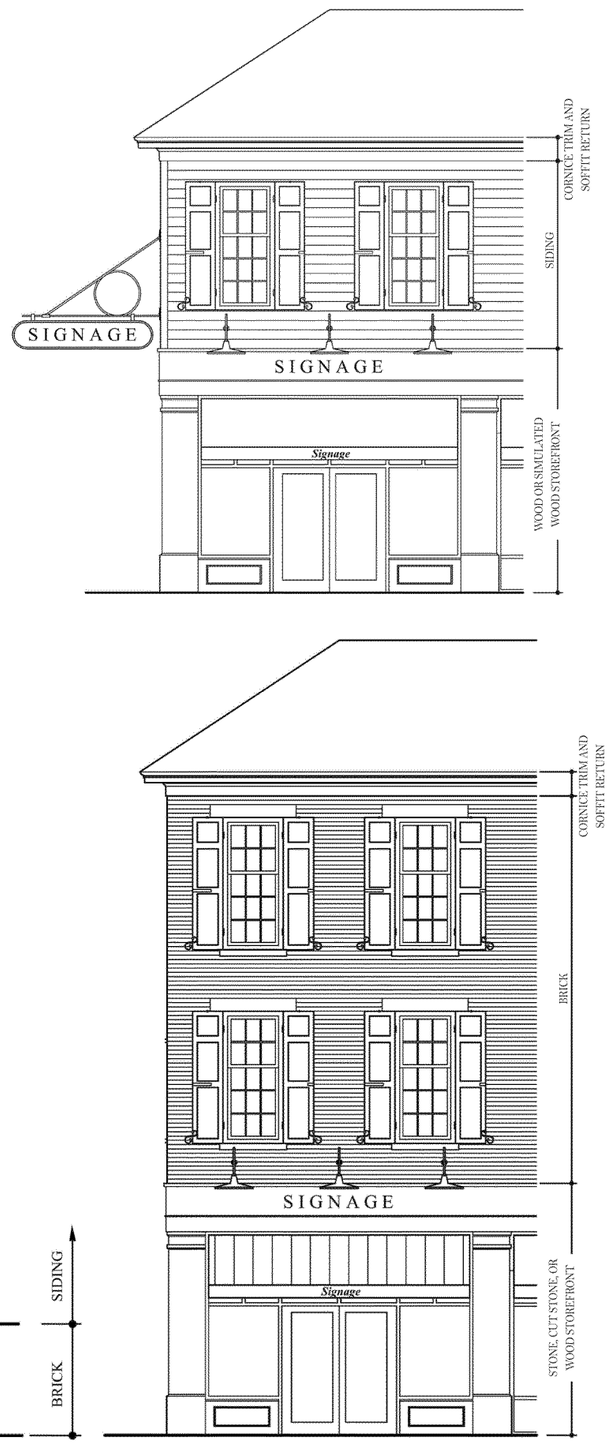

*Figure 5*
9. Additionally, a single external blade sign may be hung below the second floor window sill perpendicular to the building. These signs may extend from the building a maximum of 42" and may be a max. of 24" in height. See Figure 5.